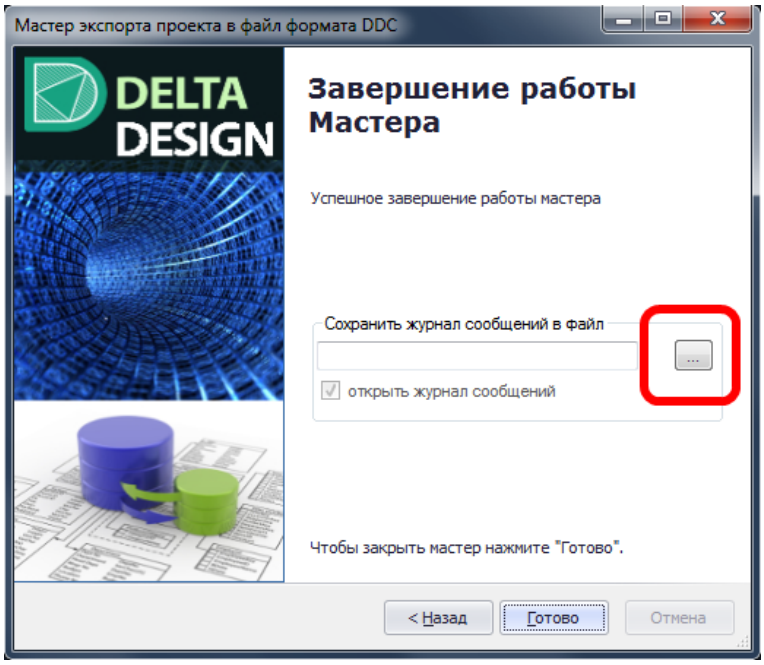

Рис. 378. Заключительное окно мастера экспорта
5. В заключительном окне экспорта предлагается создать и просмотреть файл, содержащий протокол экспорта, см. Рис. 378.